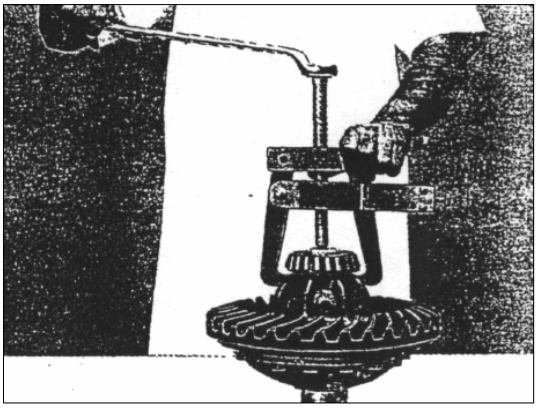

РИС. 343
1) С помощью съемника 2640 5890 3505 снимите внутреннее кольцо бокового подшипника дифференциала с картера (см. рис.343). Поверните узел дифференциала и снимите внутреннее кольцо подшипника с обратной стороны.